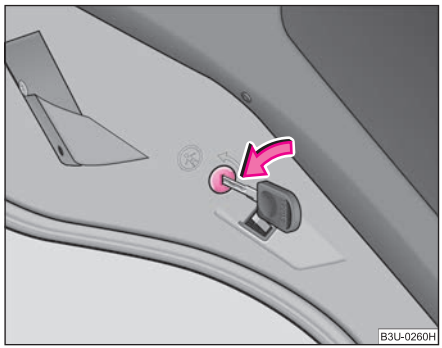

Fig. 22 Child safety locks on the rear doors
– Use the vehicle key to turn the slit in the rear door to the left in the direction of the arrow ⇒ fig. 22.